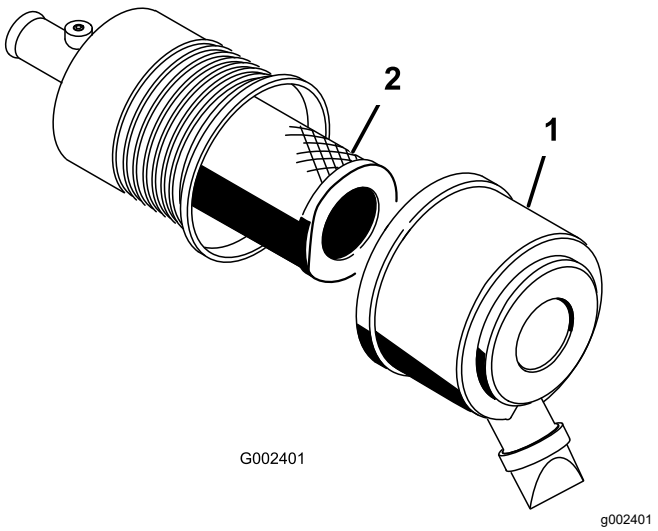

Figur 55
2. Utløs låsene som fester luftrenserdekslet til luftrenserhuset (Figur 55).
3. Fjern dekslet fra luftrenserens kropp (Figur 55).
5. Ta ut og skift ut filteret (Figur 55).